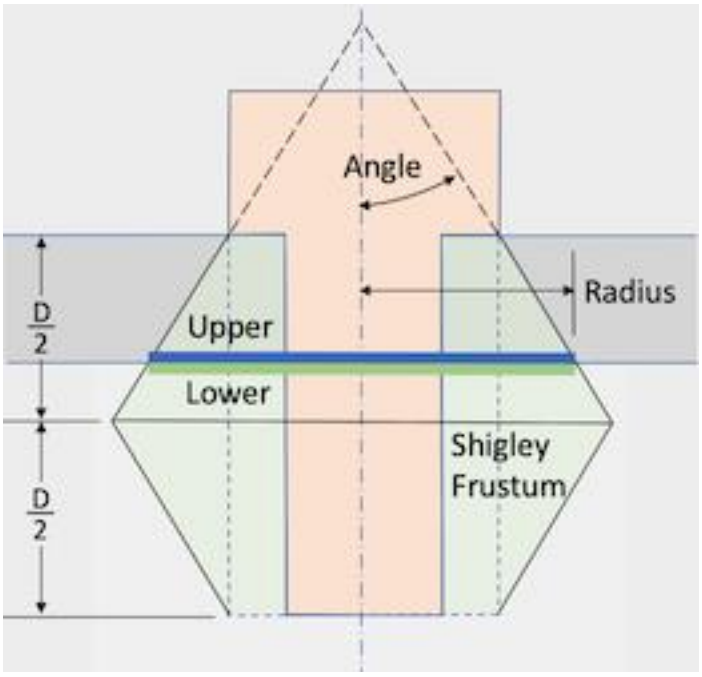

**Figure 1. Example of the Reduce Bolt Patch command.** **The Shigley frustum is used to calculate the diameter of the sidesets positioned between the volumes.**
The **Reduce Bolt Patch** command is often used in structural dynamic applications to replace bolts or bolt holes with concentric circular sidesets attached to the upper and lower volumes. If the specified radius exceeds surface bounds, clipping occurs. The resulting circular surfaces are automatically assigned to customizable sidesets. The patch radii are determined using the default Shigley frustum angle, as illustrated in Figure 1. Users can modify the Shigley angle or set the diameter explicitly as an absolute value or a factor of the shank radius. The command also supports automatic meshing of the sidesets with a user-defined scheme and size.
**radius shigley angle <value>:** The **radius shigley angle** option is the default method for determining the radius. It employs a Shigley angle, as outlined in SAND2008-0371 (Figure 1). If no radius specification is provided, the Shigley angle defaults to 30 degrees to compute the radius. This radius is determined by the intersection of the frustum with the surface between the upper and lower volumes.